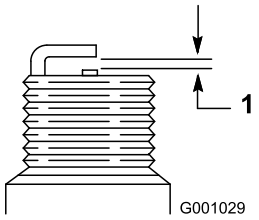

Rysunek 50
4. Odstęp pomiędzy elektrodami w nowej świecy powinien wynosić 0,76 mm (Rysunek 50).